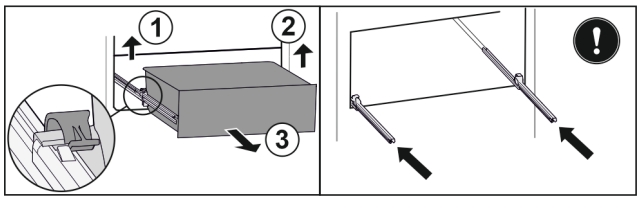

Fig. 116
▶ Lift left clamp and simultaneously pull drawer forwards on the left. *Fig. 116 (1)*
▶ Lift right clamp and simultaneously pull drawer forwards on the right. *Fig. 116 (2)*
▶ Remove drawer to the front. *Fig. 116 (3)*